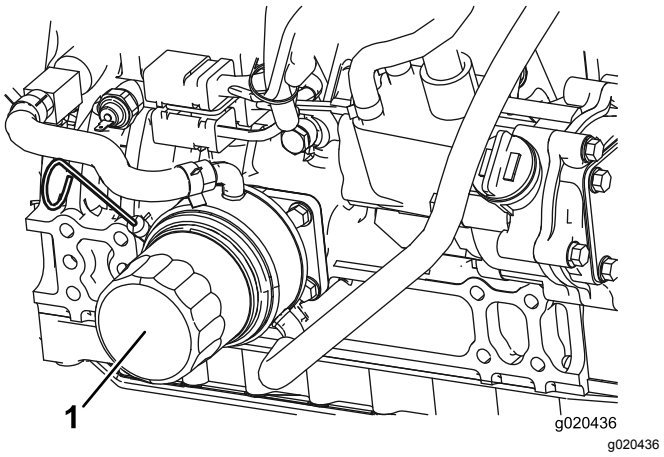

Figuur 75
2. Verwijder het oliefilter (Figuur 75). Smeer een dun laagje schone olie op de nieuwe filterpakking voordat u deze vastschroeft. **Niet te vast draaien.**